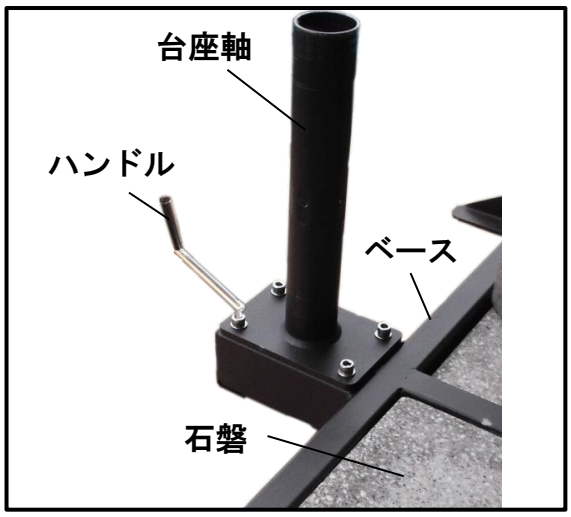

図.1
① 設置する場所が水平であることを確認してください。
② 石磐をベース（B）の上に置きます。
③ ベース（B）の上に台座軸（C）を置きます。（図.1）
④ キャップネジ（a）にワッシャー大（b）を通して、台座にハンドル（j）で左図のように締めます。（初めは緩めに止めて、最後にハンドル（j）でしっかりと締めます。）